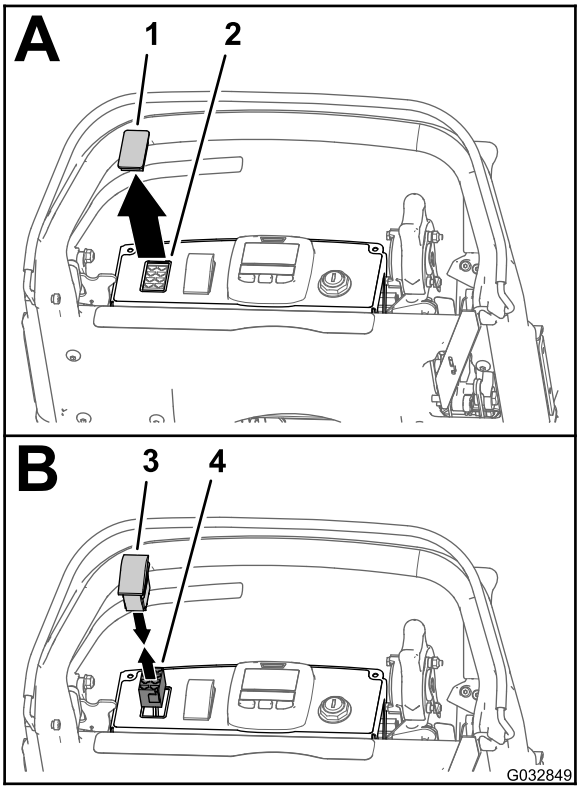
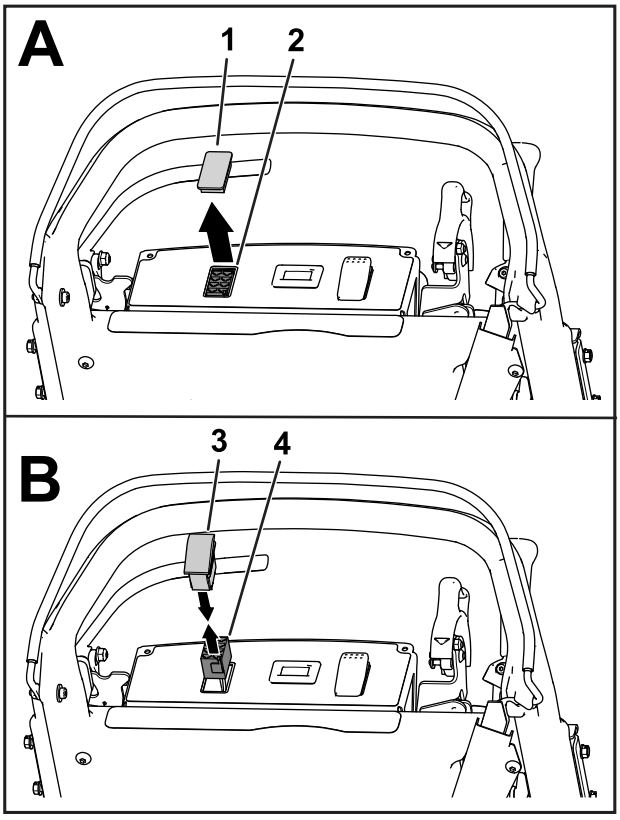

图24
图25
1. 从控制面板左面的开口处拆除栓塞图24 或图25。
2. 从控制面板的开口向上拉出机器线束的 8 插槽接头图24 或图25。
3. 将 2 位摇臂开关的 8 针接头接入机器线束的 8 插槽接头图25 或图24。